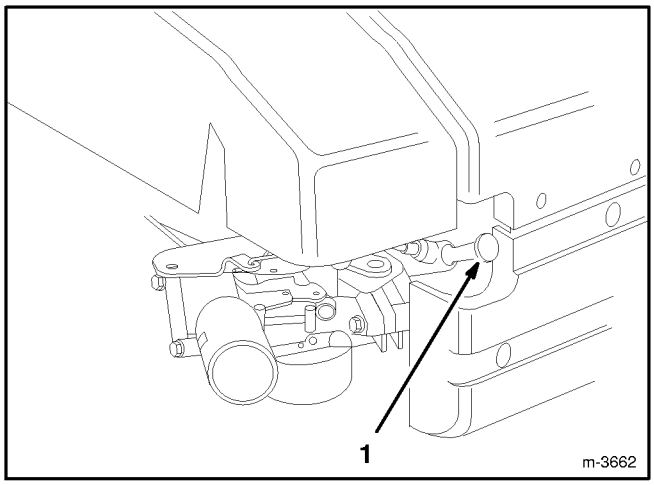

Abbildung 12
1. Das Zündkerzenkabel auf die Zündkerze stecken (Abb. 12).
1. Den Motor abstellen und das Kabel von der Zündkerze abziehen (Abb. 12). Beim Elektrostart-Modell den Schlüssel aus dem Starter ziehen.
1. Den Motor abstellen und auskühlen lassen und das Kabel von der Zündkerze abziehen (Abb. 12). Beim Elektrostart-Modell den Schlüssel aus dem Starter ziehen.
1. Den Motor abstellen und das Kabel von der Zündkerze abziehen (Abb. 12).Beim E-Start-Modell den Schlüssel aus dem Schalter ziehen.
3. Den Motor abstellen und das Kabel von der Zündkerze abziehen (Abb. 12). Beim Startschlüssel-Modell den Schlüssel aus dem Starter ziehen.